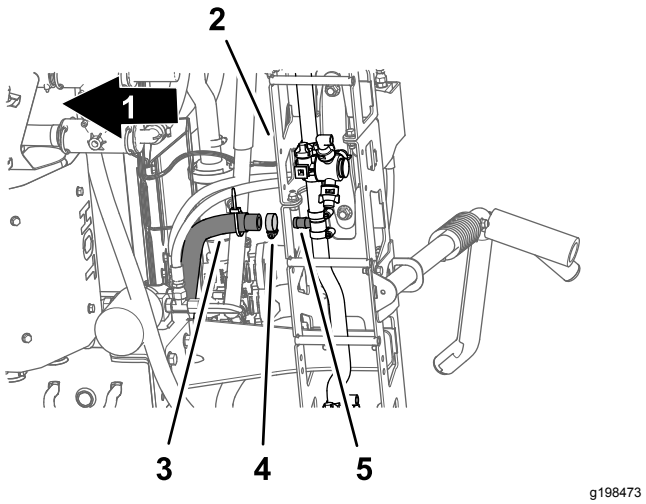

Rysunek 36
5. Pod środkową sekcją zraszania odłączyć zacisk węża mocujący wąż doprowadzający dla środkowej sekcji zraszania do trójnika z występem (Rysunek 36).